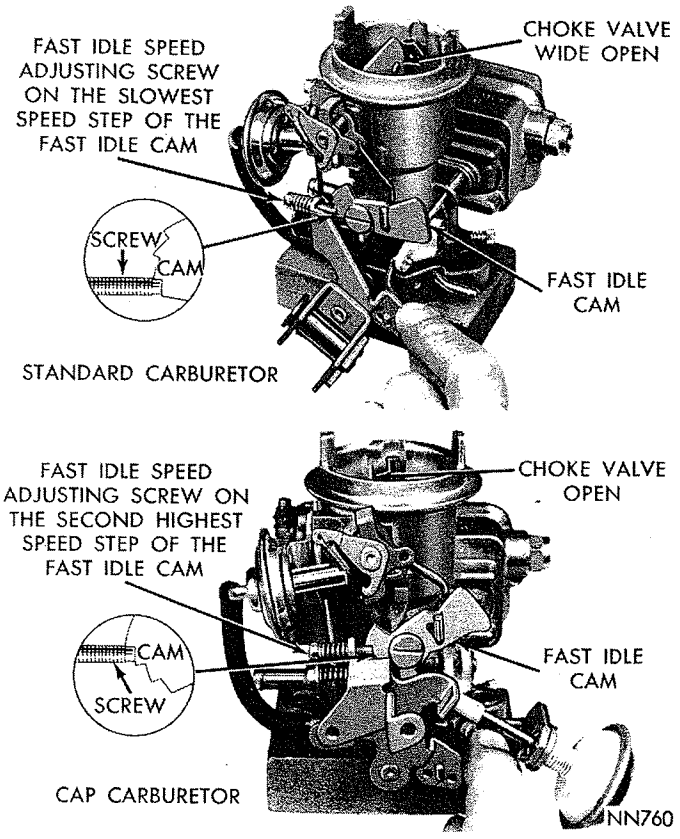

*Fig. 15—Fast Idle Speed Adjustment (on Vehicle)*
(2) **On Standard Carubretors,** close the choke valve about 20 degrees then allow throttle to close. Return choke valve to the open position. The fast idle speed adjusting screw should contact the slowest speed step on fast idle cam (Fig. 15).
(3) **On CAP Carburetors,** open the throttle until the fast idle screw can be positioned on the second highest step of the cam (Fig. 15). **The air cleaner must be installed while measuring the engine speed.**
(4) With engine warmed-up to the normal operating temperature, turn fast idle speed adjusting screw **in** or **out** to secure 700 r.p.m. (Standard Carburetors) or 1550 rpm (CAP Carburetors).**